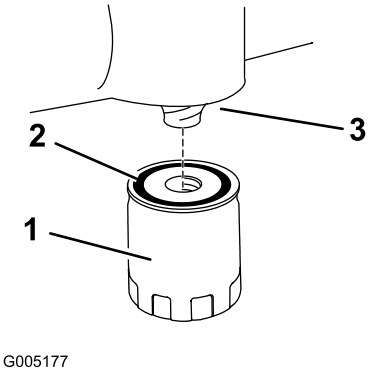

Figur 39
18. Vrid oljefiltret medsols tills gummipackningen är i kontakt med mellanlägget, och skruva sedan åt filtret ytterligare två tredjedels till ett helt varv (Figur 39).